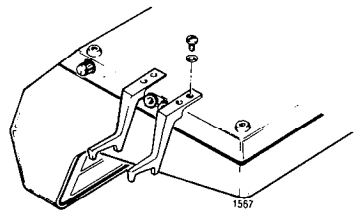

Fig. 501-1
- [3C] Position one cradle hook as shown in Fig. 501-1. (Cradle hook may be placed at other end of console if preferred)
- [3E] Position remaining cradle hook (Fig. 501-1)
INSTALL NEW CRADLE HOOKS (FIG. 501-1)